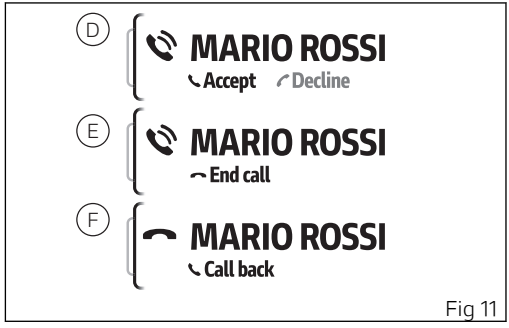

Fig 11
When you receive a call, the window is shown with the name or number of the caller as well as the items “Accept” and “Decline” (D, Fig 11).
When a call is in progress, the window is shown with the name or number of the contact as well as the item “End call” (E, Fig 11). To end the call, press the ENTER button (3).
At the end of a call or after declining an incoming call, the window (F, Fig 11) will be displayed for 5 seconds with the name or number of the contact and “Call back”: press the ENTER button (3) to start the call.